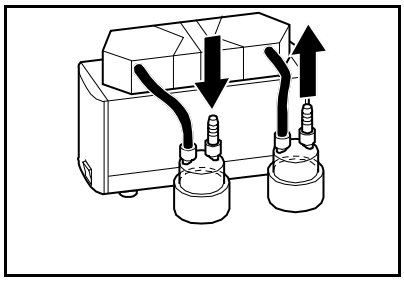

Abb. 14: Verschlauchung System SR
2	Schläuche (siehe Abb. 14) ▪ Resistent gegenüber dem genutzten Medium ▪ Innendurchmesser 10 mm ▪ Länge: ca. 150 mm
3. Die Abscheider verschlauchen (siehe Abb. 14).